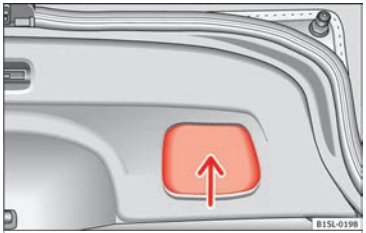

Fig. 6 Rear lid open: hand grip
- Grab the handgrip inside the rear lid ››› **Fig. 6** (arrow).